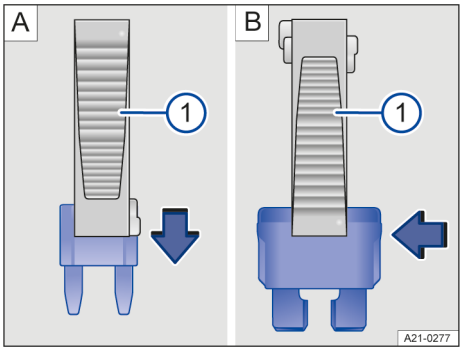

Fig. 184 Extraction ou mise en place du fusible (schéma de principe)
① Pince en plastique
1. Si nécessaire, retirez la pince en matière plastique → fig. 184 ① du cache de la boîte à fusibles concernée.
2. Pour les *petits fusibles*, saisissez-les par le haut à l'aide de la pince en plastique → fig. 184 A ①, pour les *fusibles de plus grande taille*, faites glisser latéralement la pince en plastique sur le fusible pour le saisir → fig. 184 B ①.